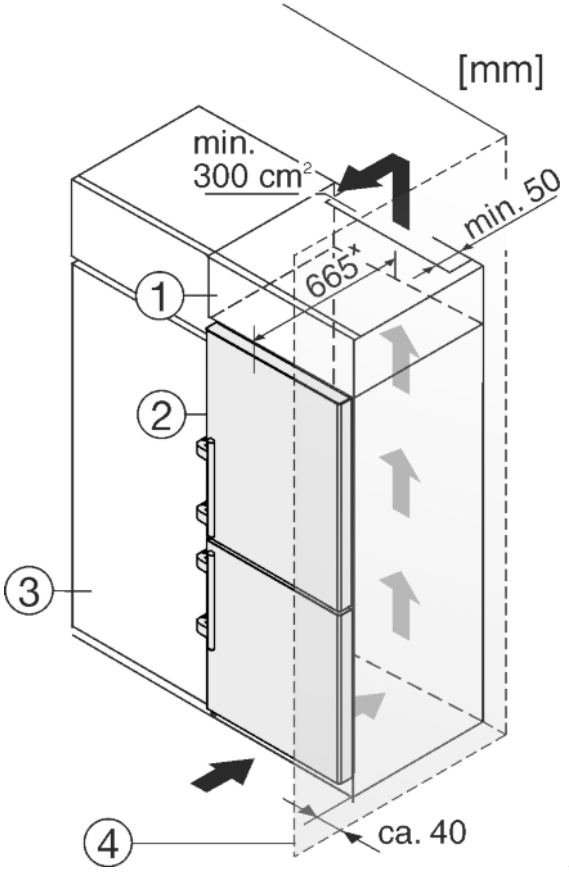

Fig. 25
The appliance can be inserted into a row of kitchen units. To match the appliance *Fig. 25 (2)* to the height of the row of units, a suitable stack cabinet *Fig. 25 (1)* can be fitted above the appliance.
When retrofitting with kitchen cabinets the appliance can be installed directly next to the cabinet *Fig. 25 (3)*. So that the doors can be opened fully the appliance must be stick out at least 65 mmx from the front of the cabinet. The appliance may protrude further depending on the depth of the kitchen cabinets and if wall spacers are used.
If the appliance is installed with the hinges next to a wall *Fig. 25 (4)*, the distance between appliance and wall has to be at least 40 mm. This corresponds to the projection of the handle when the door is open.